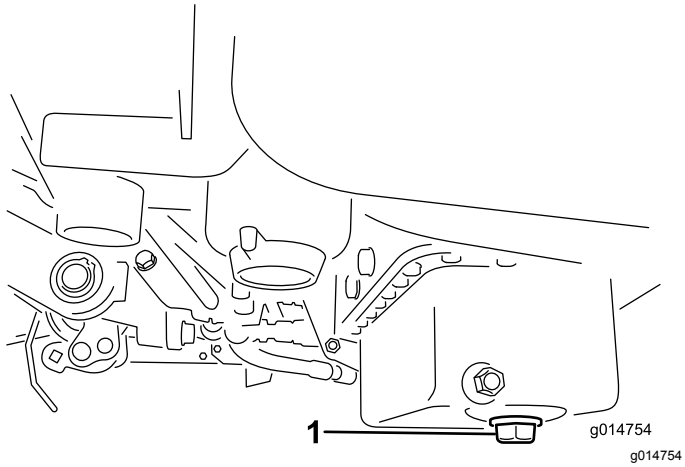

**Figuur 39**
1. Verwijder de aftapplug en laat de olie in een opvangbak lopen. Als er geen olie meer naar buiten stroomt, plaatst u de aftapplug terug (Figuur 39).